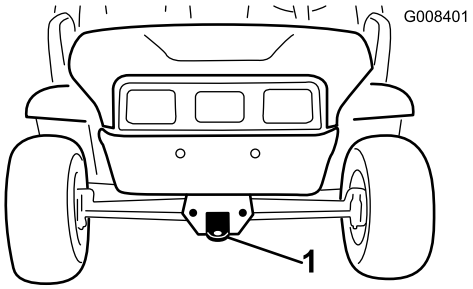
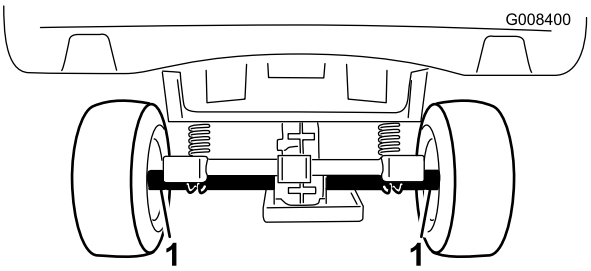

Figura 23
Figura 24
Usate un rimorchio per spostare la macchina su lunghe distanze. Accertatevi che la macchina sia ben fissato al rimorchio. Vedere Figura 24 e Figura 23 per conoscere la posizione dei punti di attacco sulla macchina.
2. Fissate una fune di traino al timone sulla parte anteriore del telaio della macchina (Figura 23).